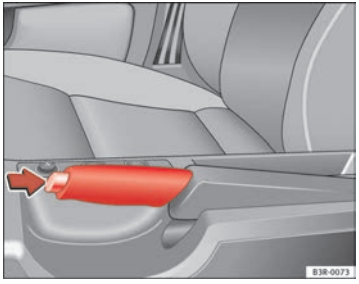

Fig. 138 Detailed view of the centre console: Handbrake on
– Pull the lever up slightly and *at the same time* press in the release button ⇒ fig. 138 -arrow-.